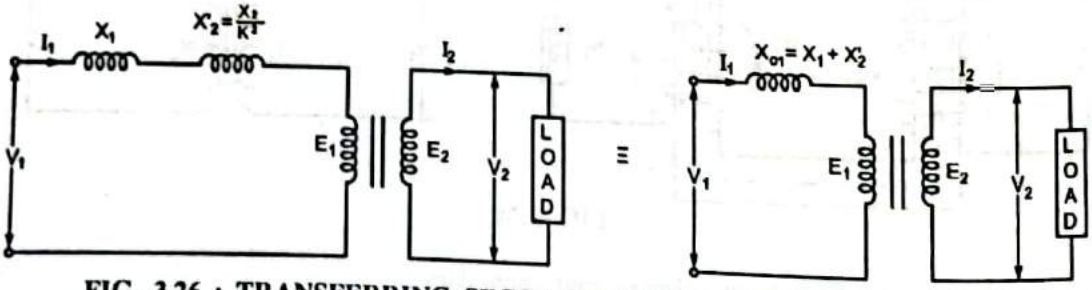

**FIG. 3.26 : TRANSFERRING SECONDARY REACTANCE TO PRIMARY**
- Let the Secondary reactance $X_2$ be transferred to the primary and the transferred reactance is $X_2'$. This is called equivalent reactance of secondary as referred to priamry as shown in Fig. 3.26.